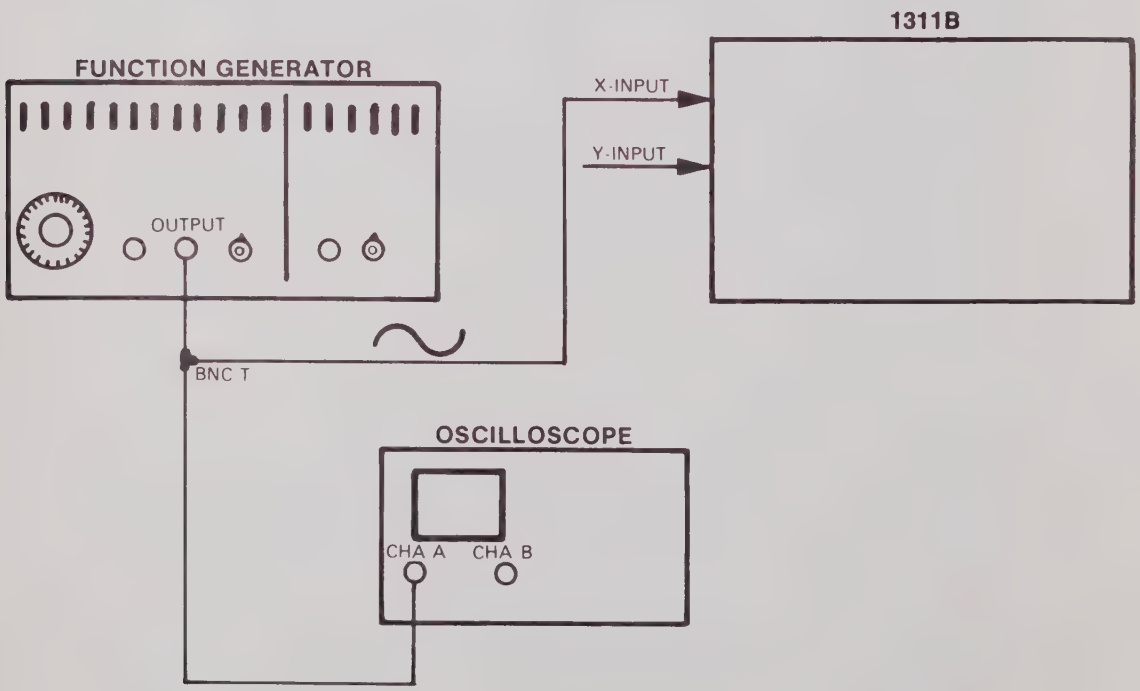

Figure 4-1. Amplifier Bandwidth Test Setup
a. Connect equipment as shown in figure 4-1.